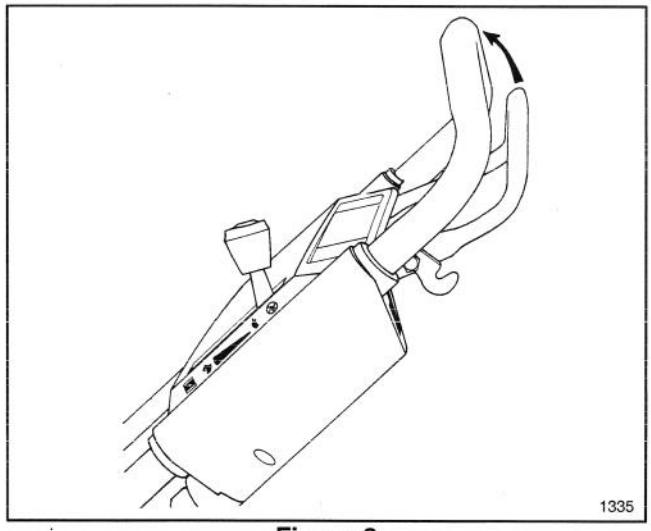

Figure 8
4. WHEEL TRACTION OPERATION (self–propelled model) (Fig. 8)—To self–propel the mower, squeeze the control bar against the handle. To stop the self–propel drive, release the control bar.